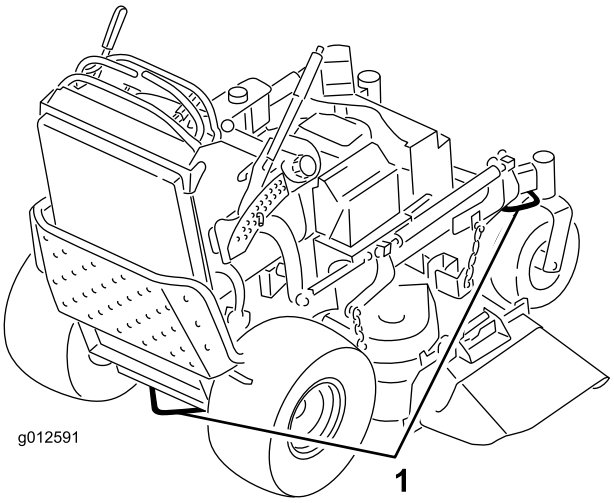

Figur 26
6. Bruk metallbindeløkkene på maskinen for å feste maskinen sikkert til tilhengeren eller lastebilen med remmer, kjettinger, vaier eller tau (Figur 26).